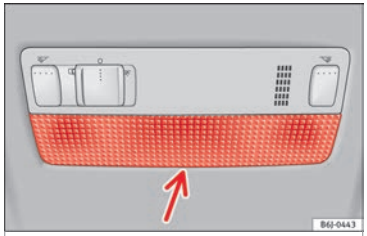

Fig. 121 Luz de lectura delantera.
– Introduzca un destornillador fino por su parte plana entre la carcasa y el cristal ››› fig. 121.